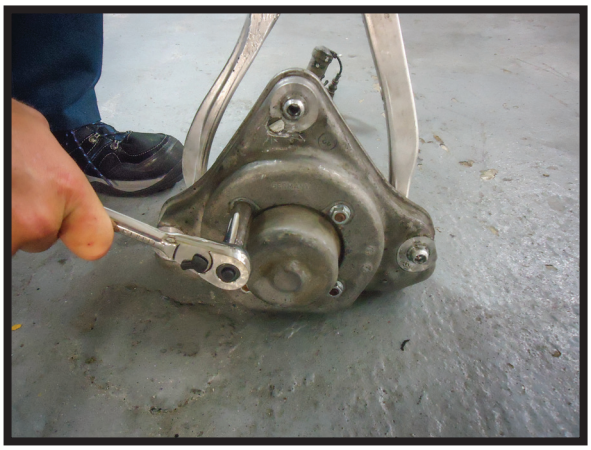

FIGURE 9
10. REMOVE THE FOUR (4) TOP MOUNTING NUTS TO SEPARATE THE AIR STRUT FROM THE TOP MOUNT ASSEMBLY. (FIGURE 9)